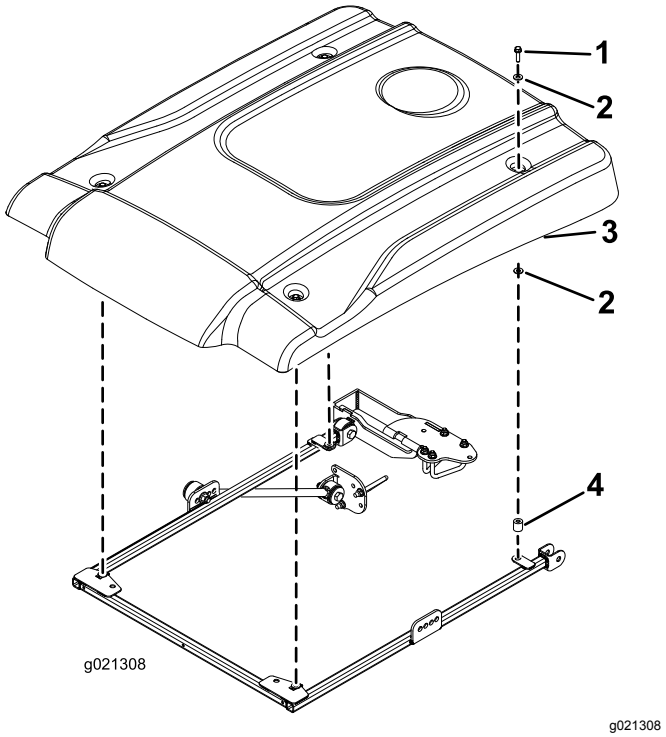

Figure 23
16. While aligning the mounting holes, position the sunshade onto the frame as shown in Figure 23.
17. Loosely mount each corner of the sunshade to the frame with a flange-head bolt (5/16 x 2-1/4 inches), 2 small washers, and a spacer (Figure 23). Position a washer on each side of the sunshade-rubber grommet. Position the spacer between the bottom small washer and the frame.